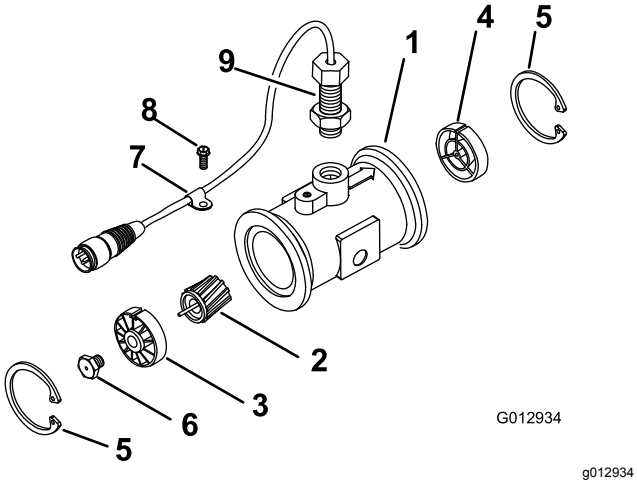

Figur 65
3. Fjern låseringen fra opstrømssiden (Figur 65).